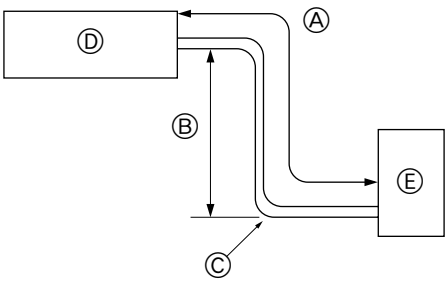

Fig. 2-1
2.1. Σωλήνες ψυκτικού (Fig. 2-1)